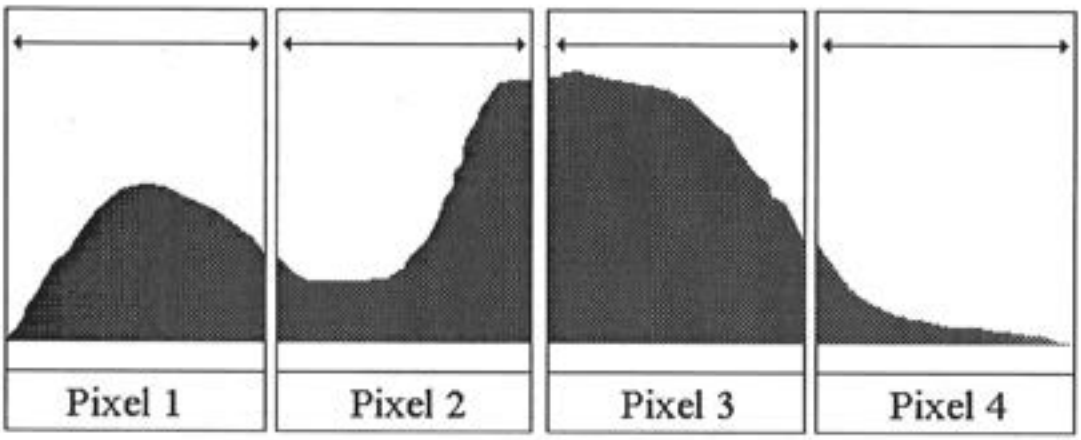
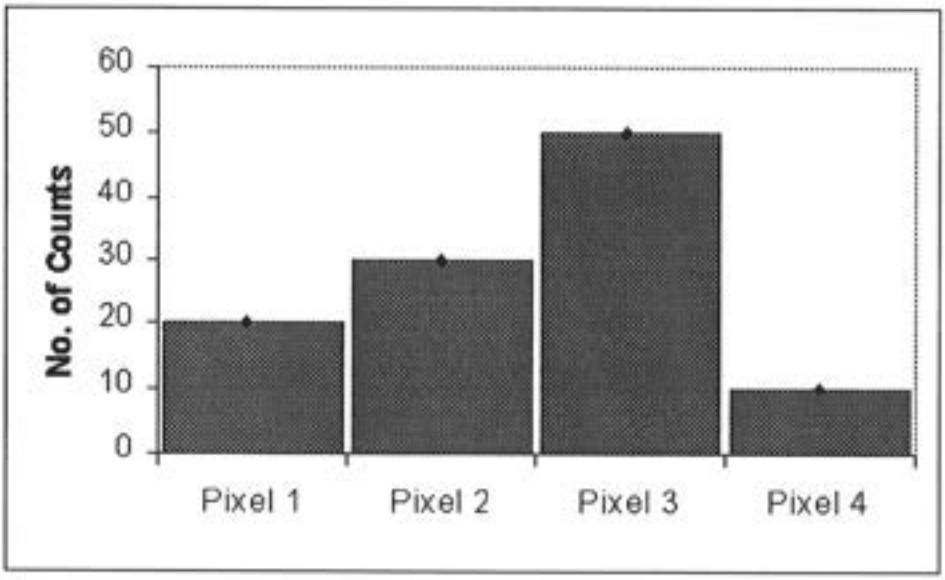
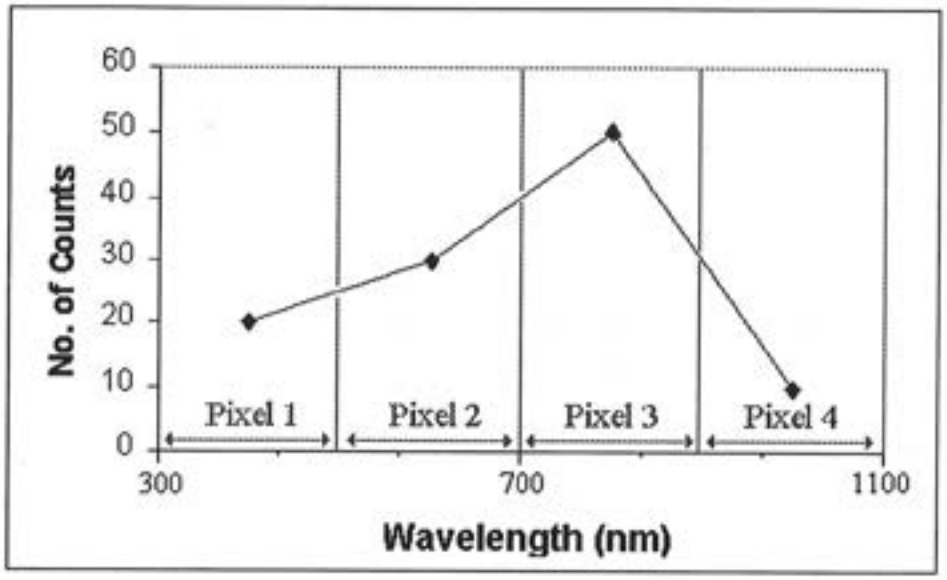

Figure 2. Pixel/Spectral Relationship for a Hypothetical Four-Pixel Array Detector.
Figure 3. Photon Counts from each Pixel for a Typical Spectrum.
Figure 4. Typical Line-Plot of Counts versus Pixel Wavelength.
It is important to appreciate that the spectrum (which is continuous in nature) is spread across a 256 pixel array that has discrete boundaries between each pixel. As a result, the spectrum is resolved into 256 discrete light measurements with each pixel exposed to a discrete range of wavelengths (or bin). A highly simplified version of this relationship is shown for a hypothetical four-pixel array in Figure 2.
Each pixel can be thought of as a light detector for all of the light between its two boundaries. Thus pixel 1 in Figure 2 resolves the blue part of the spectrum whilst pixel four resolves the far-red. The complete spectrometer output is a histogram of counts for each pixel in the array. In the hypothetical case above, the histogram would appear as Figure 3.
UniSpec Software uses this information to generate a line-plot of pixel wavelength (X) versus the intensity in ADC counts recorded per pixel (Y). Pixel wavelength is defined as the average of its two boundary wavelengths. Figure 4 shows the plot that might be generated from a hypothetical four-pixel detector that is resolving the spectrum shown in Figure 2.
In this example, the final line-plot is an extremely crude approximation to the original input spectrum (Figure 2). This is because only four pixels were used to resolve the entire spectrum. In the case of a VIS enhanced UniSpec (300 - 1100nm), each bin would be 200nm in size. UniSpec contains 256 pixels, thus for a comparable visible light measurement, each bin would be 3.3nm.